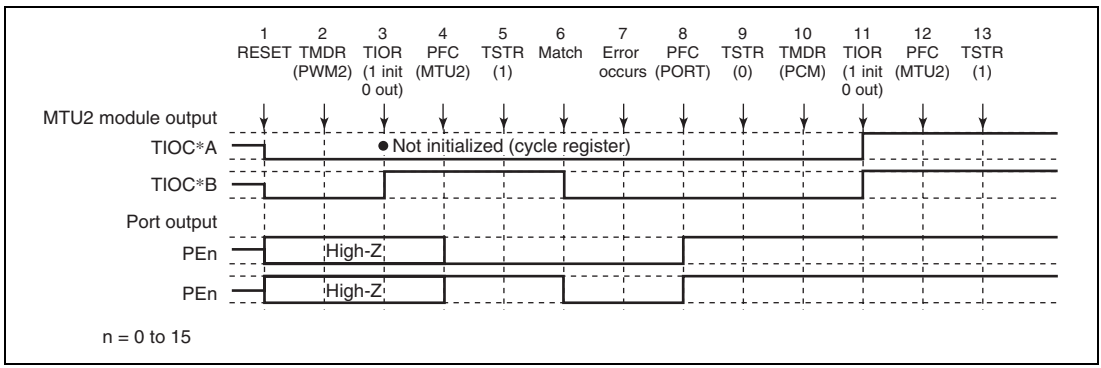

**Figure 10.153 Error Occurrence in PWM Mode 2, Recovery in Phase Counting Mode**
**Operation when Error Occurs during PWM Mode 2 Operation, and Operation is Restarted in Phase Counting Mode:** Figure 10.153 shows an explanatory diagram of the case where an error occurs in PWM mode 2 and operation is restarted in phase counting mode after re-setting.